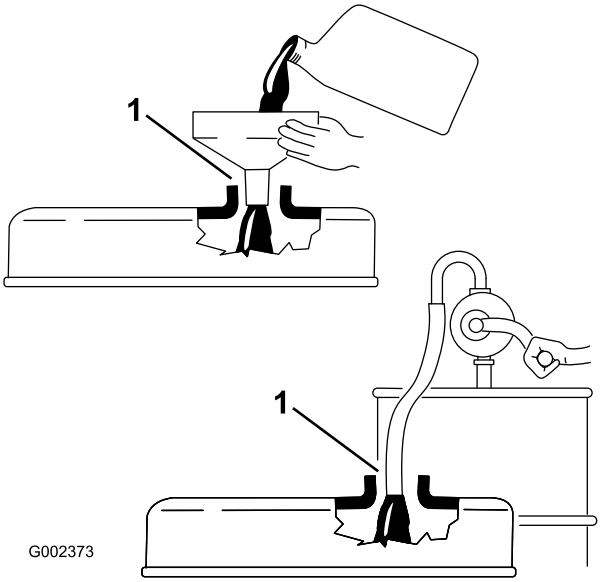

**Figur 26**
**Viktigt: Se till att oljestickan tas bort vid påfyllning av motorolja. När du fyller på motorolja *måste* det finnas ett mellanrum mellan oljepåfyllningsenheten och oljepåfyllningshålet i ventilkåpan; se Figur 26. Mellanrummet är nödvändigt för att tillåta ventilation vid påfyllning som hindrar att oljan rinner över i ventilatorn.**